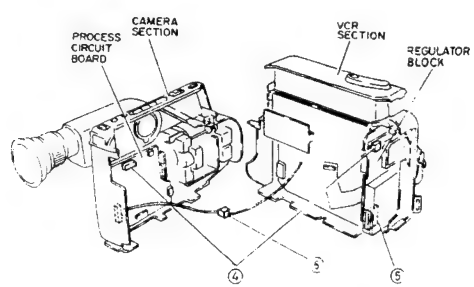

Fig. 2-13
4) Disconnect two (2) connectors (CN515, CN903) on the regulator block and process circuit board. (See Fig. 2-13)
5) Disconnect one (1) flat cable (CN1216) from the regulator block.